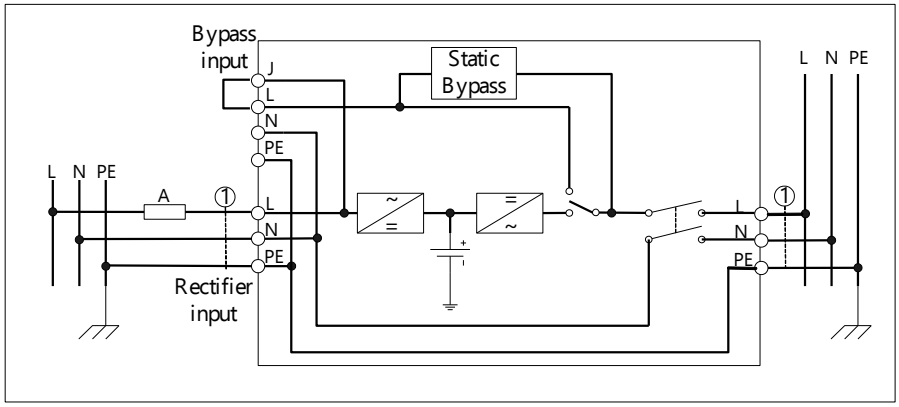
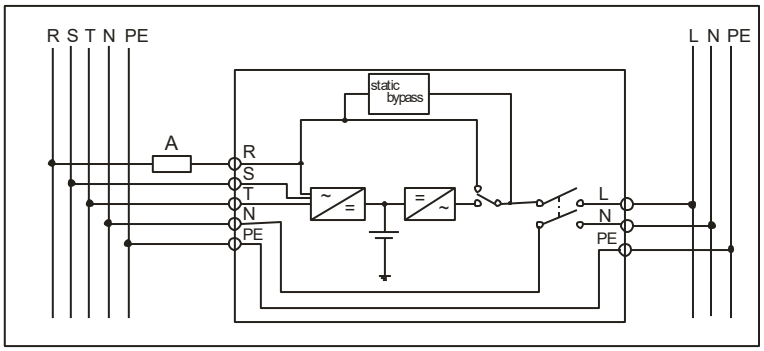

Fig. 3
Fig. 4.
- Scegliere la zona d'installazione dell'ups, in virtù delle caratteristiche dell'impianto elettrico e delle condizioni ambientali. Il valore di potenza richiesta dall'ups, richiede un impianto elettrico con caratteristica di tipo "industriale" e non "civile". Verificare, consultando le figure 3, 4 e la tabella 1 del manuale, che l'impianto elettrico esistente sopporti l'installazione.
- La Fig. 3 illustra il sistema di alimentazione tipo ingresso monofase - uscita monofase. La fig. 4 indica il collegamento dell'ups con ingresso trifase + neutro – uscita monofase. Connettere l'UPS a seconda del tipo MM o TM come indicato negli schemi. Le protezioni da inserire nel quadro d'alimentazione devono essere dimensionate secondo quanto indicato nella tabella 1 relativamente alla configurazione d'ingresso e d'uscita dell'ups.